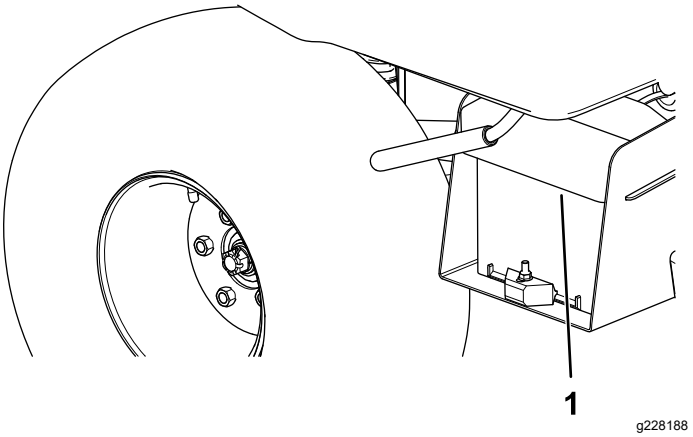

Figur 4
1. Klem på batteridækslet for at løsne tapperne fra batteribundpladen (Figur 4).
2. Fjern batteriet fra batteribundpladen (Figur 4).
6. Juster batteridækslet ind efter batteribundpladen (Figur 4).
7. Pres batteridækslet, juster tapperne ind efter batteribundpladen og frigiv batteridækslet (Figur 4).